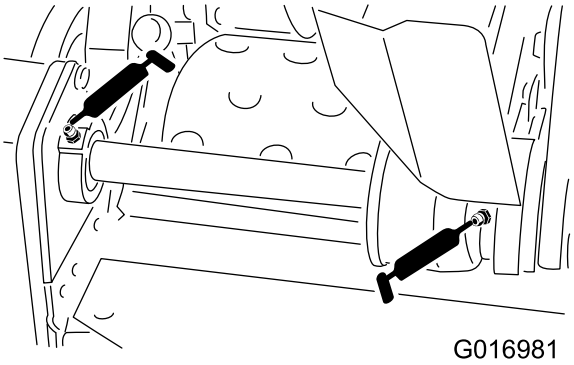

**Rysunek 19**
- 2 na łożyskach wału pośredniego wirnika (Rysunek 19)